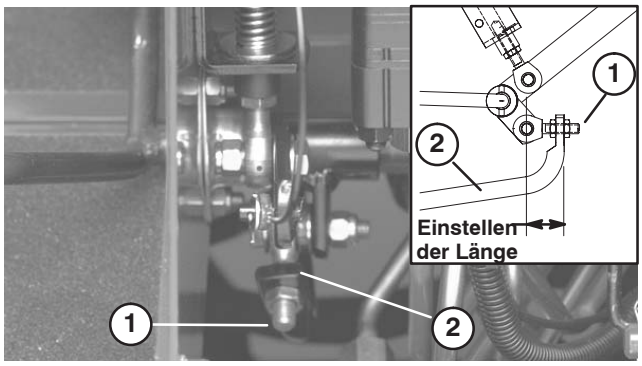

Bild 62
4. Stellen Sie die Bundmuttern am Pumpenstangenende ein, um die Pumpensteuerungsstange nach vorne zu verschieben, um ein Verschieben nach vorne zu vermeiden, oder um die Pumpensteuerungsstange nach hinten zu verschieben, um ein Verschieben nach hinten zu vermeiden (Bild 62).